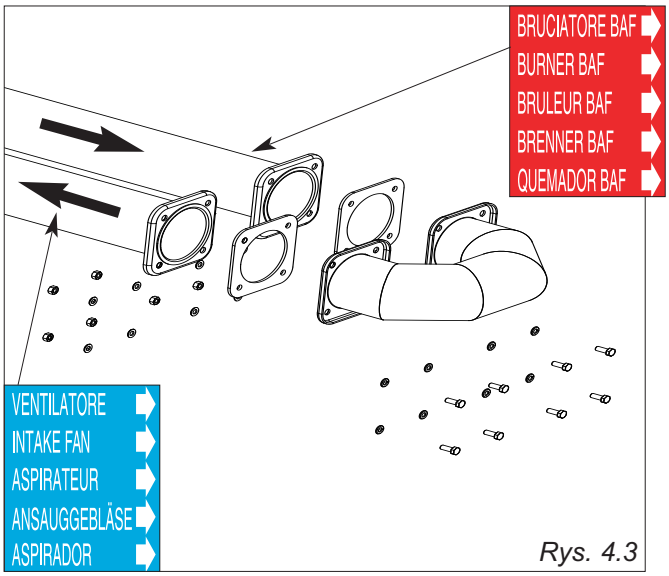

Rys. 4.3
1) **Dla wszystkich modeli** skręcić kołnierze rur z kołnierzami kolana za pomocą kompletu śrub, podkładek i nakrętek. Należy pamiętać o umieszczeniu uszczelki pomiędzy kołnierzami, jak pokazano na Rys. 4.3.